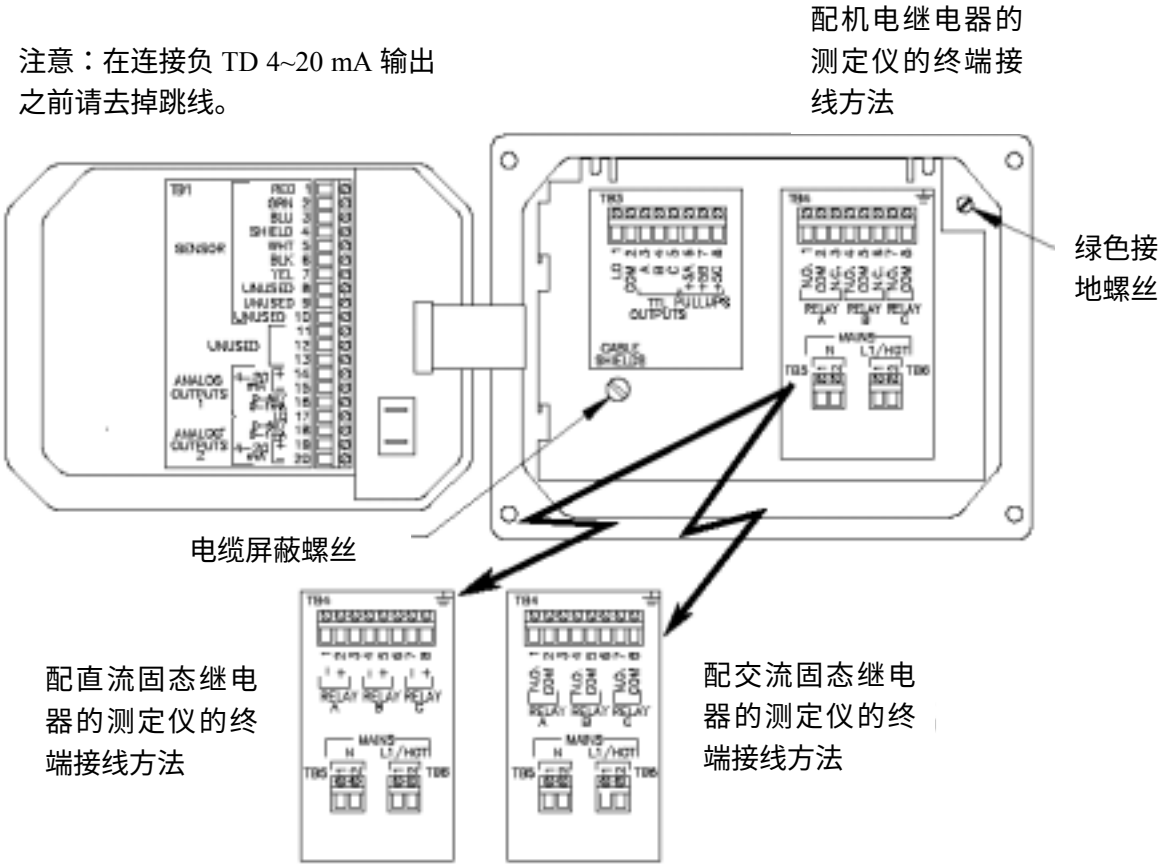

**图 2-3　测定仪接线端子分配图**
要看到电气连接用的接线端子，需要打开左边铰接的外壳门，并拧下四个紧固螺丝。图 2-3 显示了接线端子的排列和各端子的用途分配情形（在门的背面和测定仪外壳的底部）。
参考图 2-3 来连接 D.O.传感器：
☞ **接线提示：**请采用高质量的、带屏蔽的仪器用电缆来连接模拟输出。为了尽量避免电磁噪声的干扰，请按照图 2-3 中所示的“电缆屏蔽螺丝”进行电缆屏蔽的连接。
**接线提示：**请采用高质量的、带屏蔽的仪器用电缆来连接 TTL 输出。为了尽量避免电磁噪声的干扰，请按照图 2-3 中所示的 “ 电缆屏蔽螺丝 ” 进行电缆屏蔽的连接。
1．将地线接到测定仪的绿色接地螺丝，它位于 TB4 的右侧（如图 2-3 所示）。